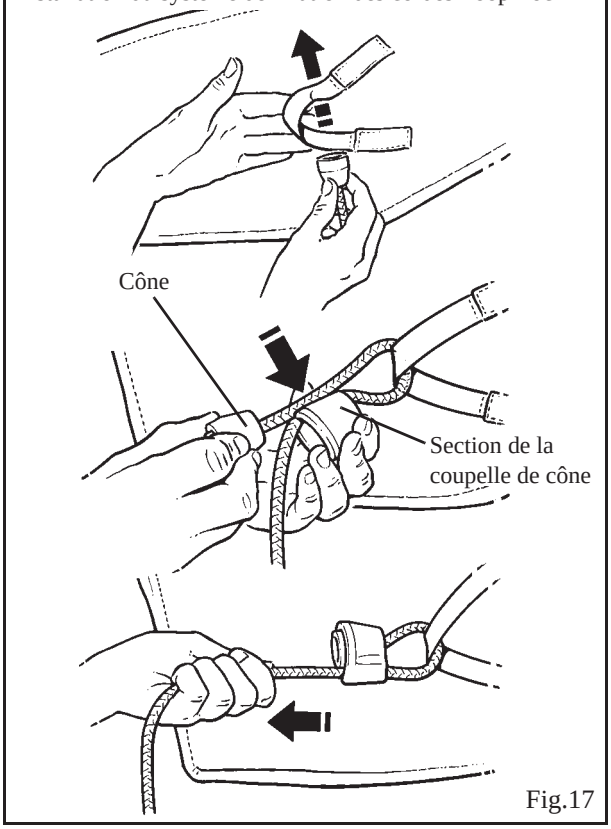

Fig.17
1. **Avertissement:** Vérifier que le cône est plaqué tout contre la section coupelle. (Voir Fig. 17)
Prendre chaque corde de fixation, l'une après l'autre, et les fixer au harnais. (Voir Fig. 17)
1. Identifier la sangle de fixation sur chaque section de jambe du harnais et attacher la corde de fixation de droite à la sangle de gauche. Répéter l'opération pour l'autre côté. (Voir Fig. 22 et Fig. 17 pour la fixation des cordes)
1. Identifier les sangles de fixation de chaque côté du corps du harnais et attacher les cordes (méthode Loop Lock comme décrit précédemment à la figure 17). Lorsque les deux cordes sont attachées correctement, régler les deux cordes de manière égale pour reprendre le mou, mais sans tirer le patient vers l'avant.